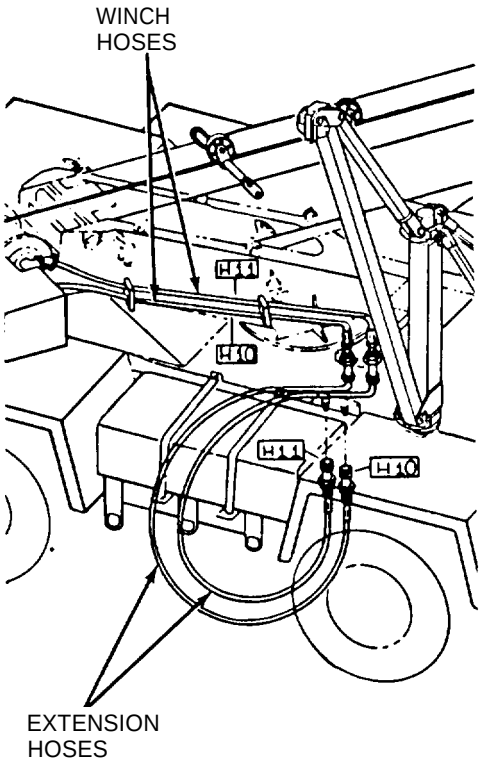

Figure 5-15. *Quick Disconnect Fittings*
b. Disconnect winch extension hoses H-10 and H-11 (Figure 5-15) from both upperstructure and underneath carrier. Do not connect winch lines to rotary manifold at this time. Install dust caps on quick disconnect fittings on valve under carrier.